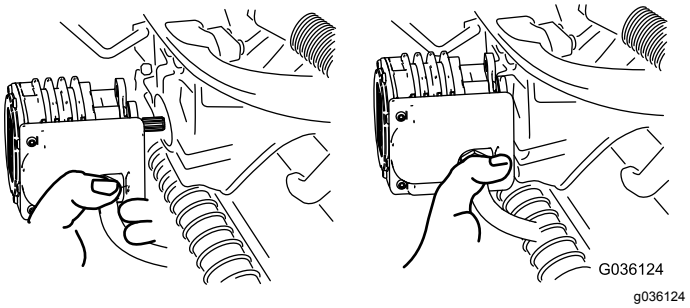

Figura 55
4. Mueva el motor al lugar de almacenamiento en la parte delantera del brazo de suspensión (Figura 55).